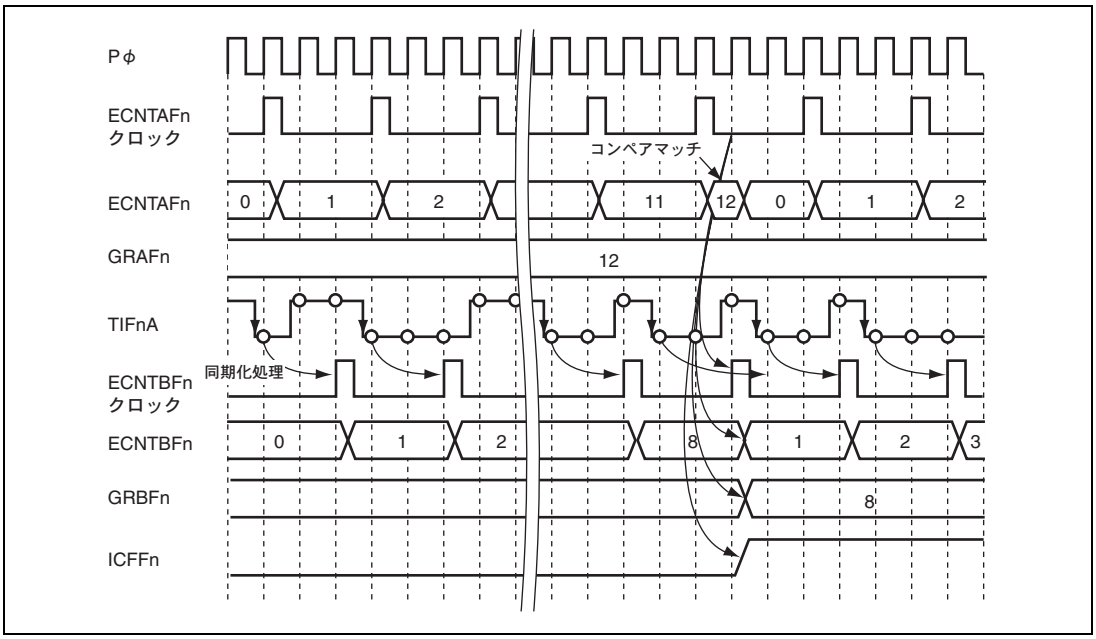

図 12.38　一定時間内エッジカウントの動作例（コンペアマッチとイベントが同時）
- ECNTBFn：TIFnA入力より与えられた信号のエッジをカウントします。カウント対象のエッジは、立ち上がり、立ち下がり、両エッジのいずれかを選択可能です。この例では立ち下がりエッジをカウントします。また、同期化処理のためにTIFnAには2サイクルの遅れが生じます。ECNTAFnのコンペアマッチの検出後、次のPφクロックに同期してカウント値をクリアします。コンペアマッチによるカウントクリアと同時にカウント対象エッジが与えられた場合は、カウンタクリアとエッジカウントを1サイクルの間に行ったものと見なし、カウント値はH'0001となります。この例を図12.38に示します。